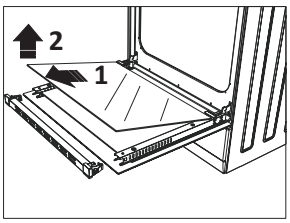

Рис. 3
4. Осторожно извлеките стеклянную панель (рис. 3).